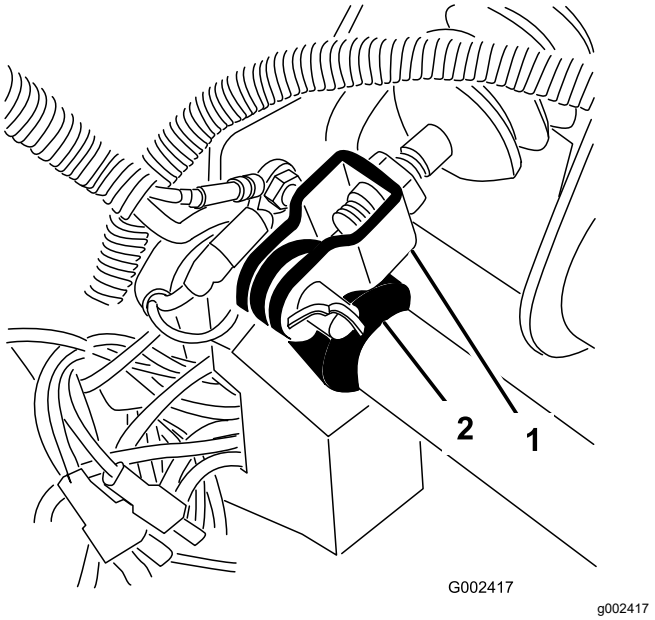

Bild 58
1. Nehmen Sie den Splint und Lastösenbolzen ab, mit denen das Hauptzylinderjoch am Bremspedalgelenk befestigt ist (Bild 58).